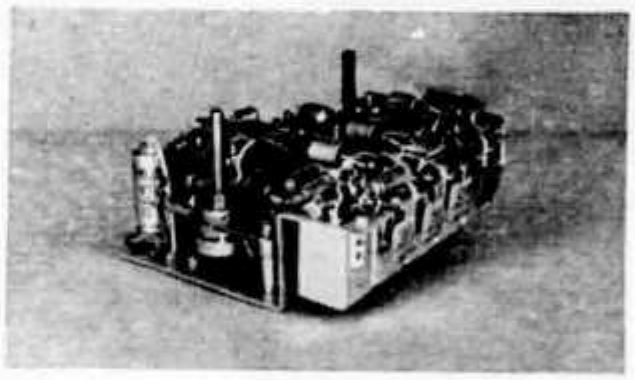

Abb. 6. Zunächst vom Gehäuse getrennt werden die Schaltungen gemäß Abb. 5 und 7 aufgebaut, verdrahtet und vorabgeglichen
Die automatische Regelung, die über den Schalter S 1 (Stellung AR) eingeschaltet wird, kommt von einem eigenen Diodenkreis (G 2). Der Fußpunkt der Koppelspule L 25 liegt an einer kleinen negativen Spannung, die eine Regelverzögerung bewirkt, damit ganz schwache Signale noch voll verstärkt werden. Die Diode G 3 sorgt dafür, daß im Verzögerungsgebiet der Basisstrom der geregelten Transistoren abfließen kann. Dabei muß die Leitfähigkeit der Diode G 3 bereits vor der Diodenknickspannung gewährleistet sein, was durch die an der Anodenseite liegende Plusspannung erreicht wird. Dieselbe Plusspannung dient bei Handregelung (HR) als Regelvorspannung, die durch den Regler $R_h$ zwischen 0 ... 170 mV kontinuierlich einstellbar ist. Der Größtwert reicht aus, die beiden dadurch vorgespannten Transistoren „zuzumachen". Besagte Plusspannung erzeugt ein mit dem Transistor OC 44 bestückter 60-kHz-Oszillator. Den Aufbau des zweiten Zf- und des Nf-Teiles zeigt **Abb. 6.**